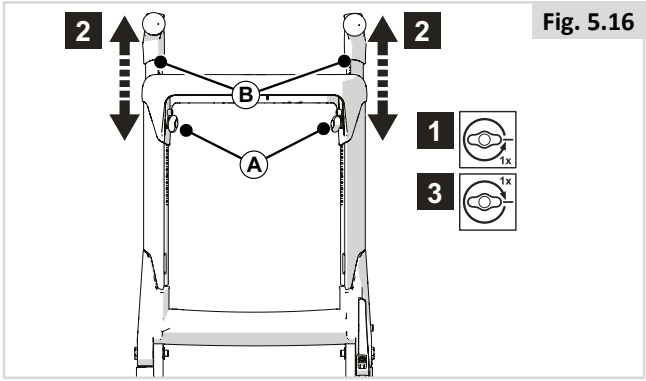

Fig. 5.16
5.10 Hoogte duwhandvat (fig. 5.16)